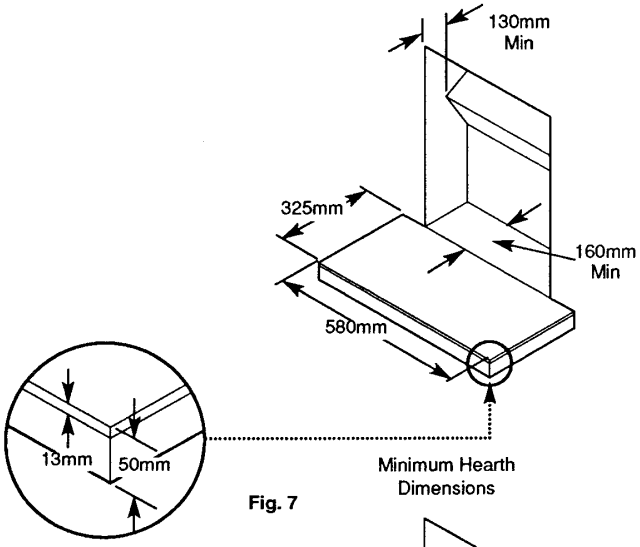

Fig. 7
1. The fire is intended to be hearth mounted only. The hearth must be of a non-combustible material at least 13mm (½ in) thick and measuring at least 325mm (12 $^{7}/_{8}$ in) deep by 580mm (22 $^{27}/_{32}$ in) wide. It must be fitted central to the fireplace opening. The top surface of the hearth should be a minimum of 50mm (2 in) above floor level (Fig. 7).